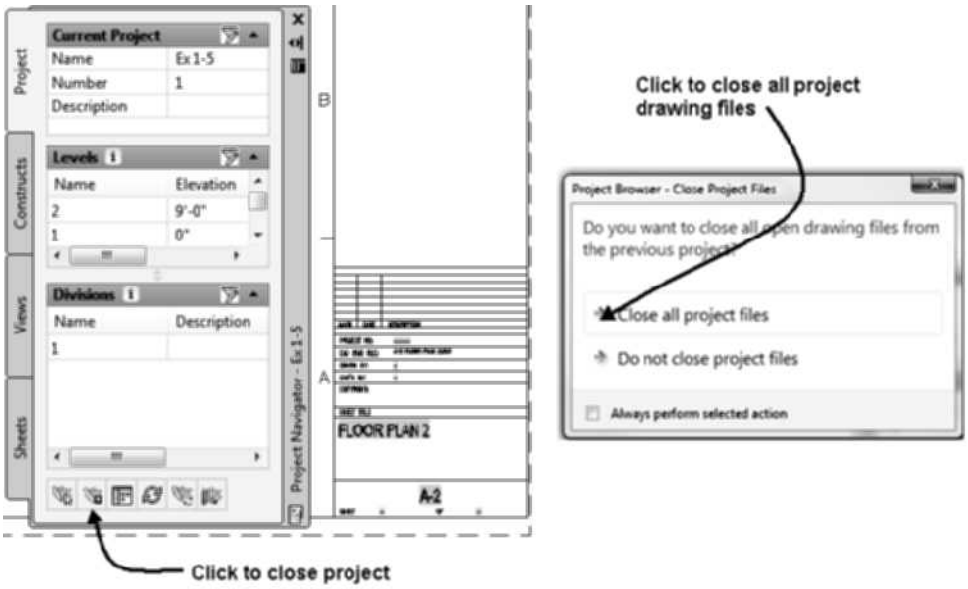

FIGURE 1.89 *Closing a project*
20. Choose the **Project** tab of the Project Navigator. Select the **Close Current Project** button, shown in Figure 1.89, to open the **Project Browser – Close Project Files** dialog. Choose Close all project files to close all drawings and close the project. Click Yes in the AutoCAD message boxes to Save change to drawings.